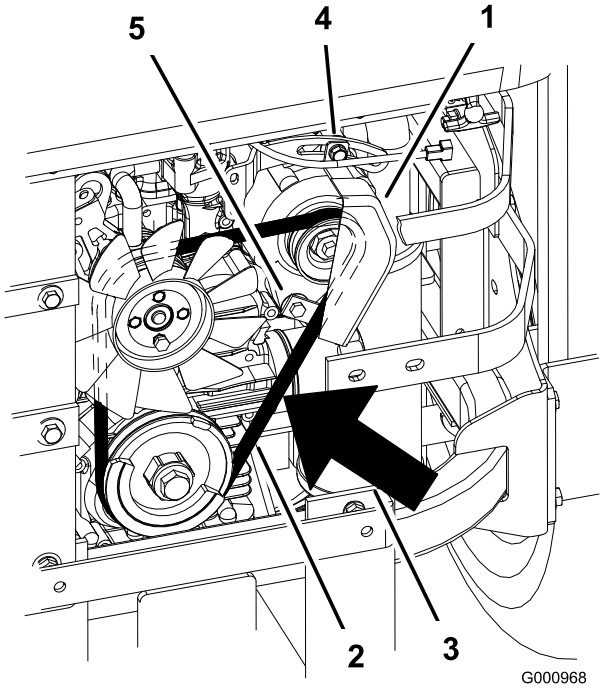

**Figur 65**
7. Løsn den nederste bolt, og fjern den øverste bolt, der holder generatoren og dækslet (Figur 65).
9. Før en ny rem rundt om remskiverne og generatoren (Figur 65).
14. Løsn den nederste bolt, og fjern den øverste bolt, der holder generatoren og dækslet (Figur 65).
2. Juster generatoren til ydersiden, indtil der er 7–9 mm afbøjning i remmen mellem motoren og generatorens remskiver med en kraft på 10 kgf (Figur 65).
5. Hvis bøjningen er korrekt, skal den nederste og øverste bolt strammes (Figur 65).